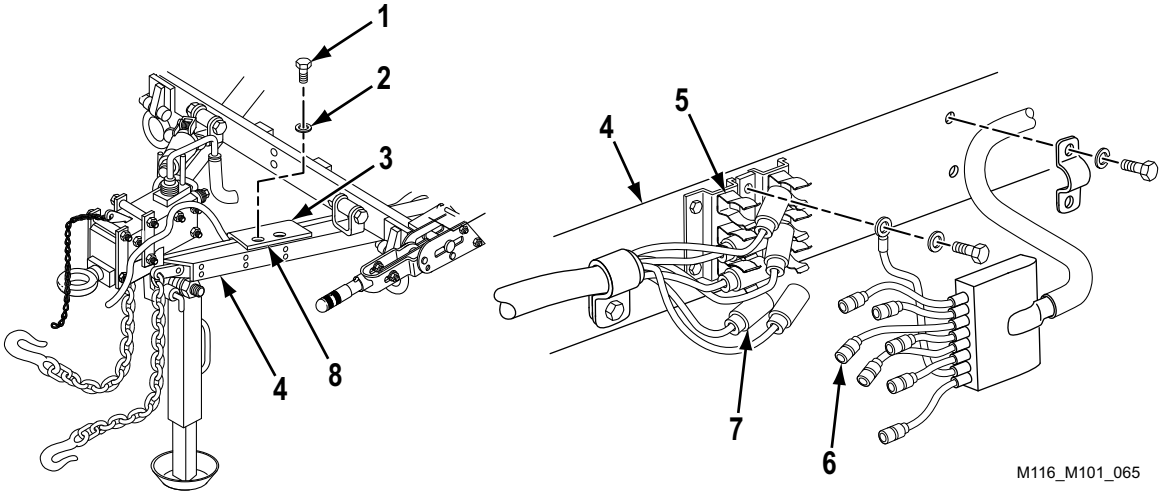

Figure 1. Intervehicular Cable Junction Box Connections Removal.
1. Remove four screws (Figure 1, Item 1) and lockwashers (Figure 1, Item 2) and cover (Figure 1, Item 3) from junction box (Figure 1, Item 8) at roadside drawbar (Figure 1, Item 4). Discard lockwashers (Figure 1, Item 2).
2. At junction box (Figure 1, Item 8) at roadside drawbar (Figure 1, Item 4), remove chassis wiring harness connectors (Figure 1, Item 7) and intervehicular cable connectors (Figure 1, Item 6) from clips (Figure 1, Item 5) and disconnect connectors (Figure 1, Items 6 and 7).